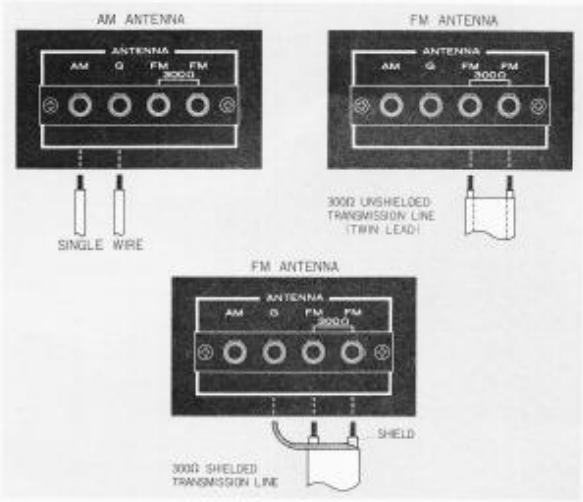

Figure 2. FM/AM Antenna Connection
1. Using a balanced and shielded 300 ohm cable, connect an FM antenna to the 4415 as shown in Figure 2.